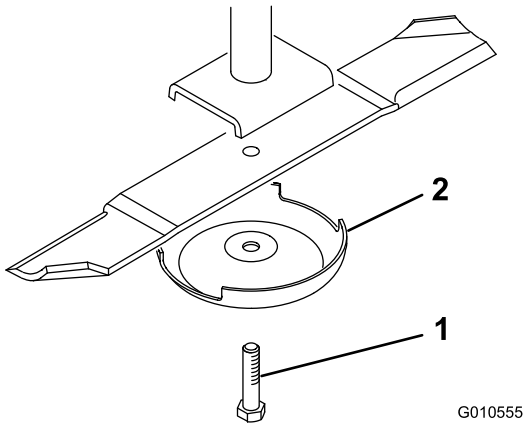

Figur 24
4. Fatta tag i knivens ände med en trasa eller en tjockt vadderad handske. Ta bort knivbulten, antiskalbehållaren och kniven från spindelaxeln (Figur 24).